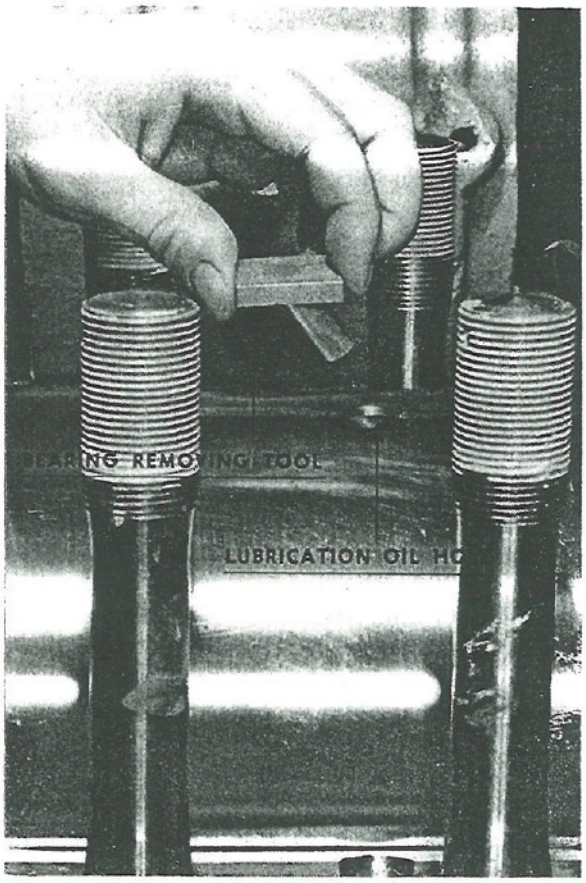
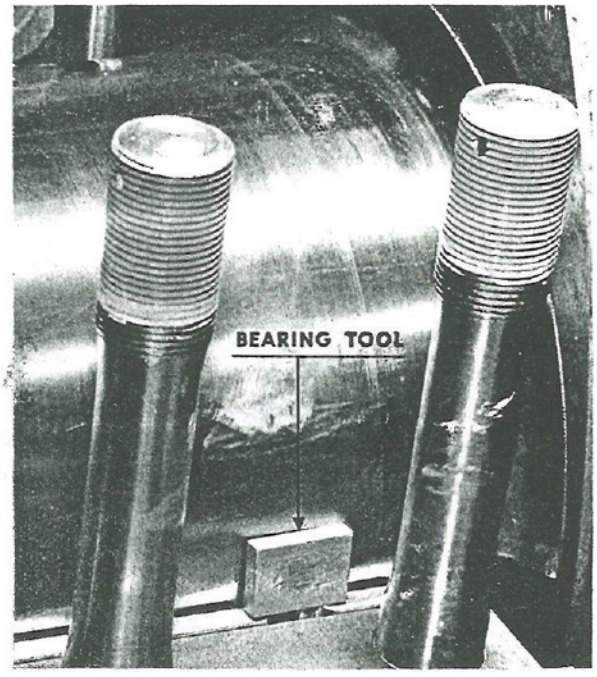

Fig. 122. Main Bearing Removal Tool
Fig. 123. Removing Lower Main Bearing Shell
c. The lower bearing half is removed by using a special bearing tool which is included in the tools supplied with the engine. Never remove all the main bearings, or two adjacent main bearings at the same time. To do this leaves the crankshaft without support and makes bearing replacement extremely difficult. The special bearing tool has a stem end. Insert this stem end into the lubricating oil hole drilled in the main bearing journal of the crankshaft, as illustrated in Fig. 122. Bar the engine over slowly until the bearing tool contacts the leading edge of the bearing shell, as shown in Fig. 123. Continue to bar the engine over slowly until the bearing shell is free. Then remove both the shell and the bearing tool. Always bar slowly to avoid damaging the shell with the bearing tool. Remove the two capscrews from the edges of the upper main bearing cap, and take out the locking rings, and remove the upper shell.